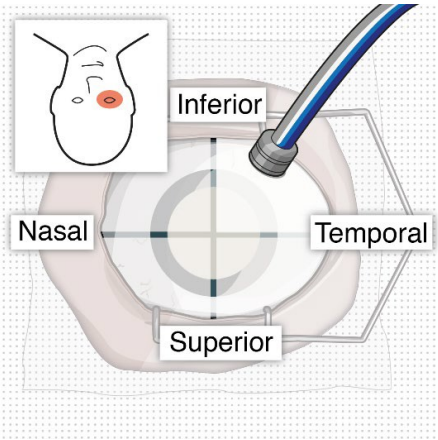

Figure 9
- Attach the infusion line. Keep the infusion line off (Figure 9).